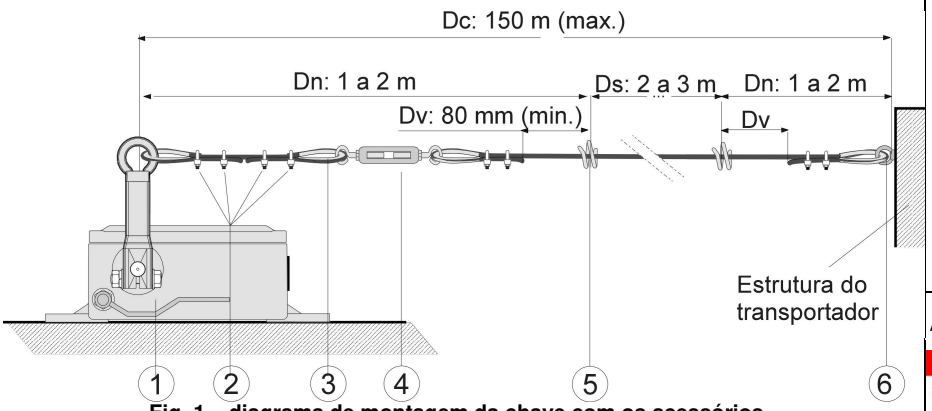

Fig. 1 – diagrama de montagem da chave com os acessórios
4.1.1 Fixar o parafuso olhal (ponto fixo), suportes de cabos e as chaves de emergência na estrutura do transportador conforme fig. 1.